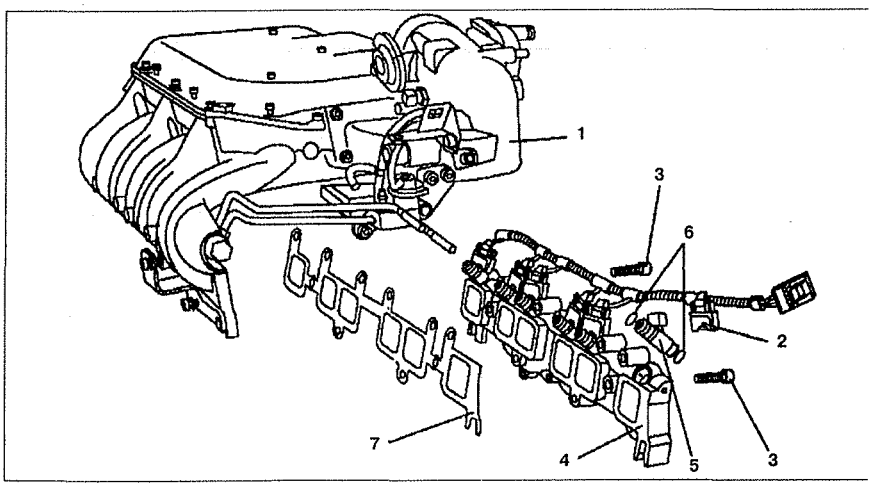

Рис. 3.54. Форсунки:
1. Снимите впускной коллектор **1** (см.рис.3.54).